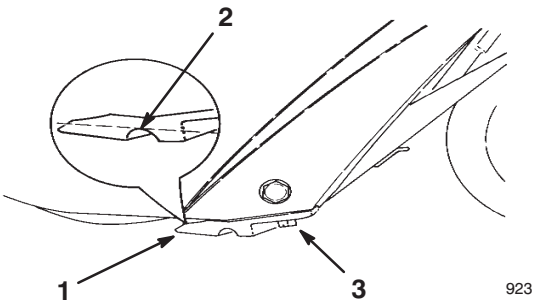

Figure 9
Before each season, inspect the scraper for wear. If the thickness from the top of the wear indicator groove to the bottom of the scraper is less than 1/16 inch (1.6 mm) or there is no longer a wear indicator groove, replace the scraper (Fig. 9).
4. Remove the three screws that hold the old scraper in place (Fig. 9).